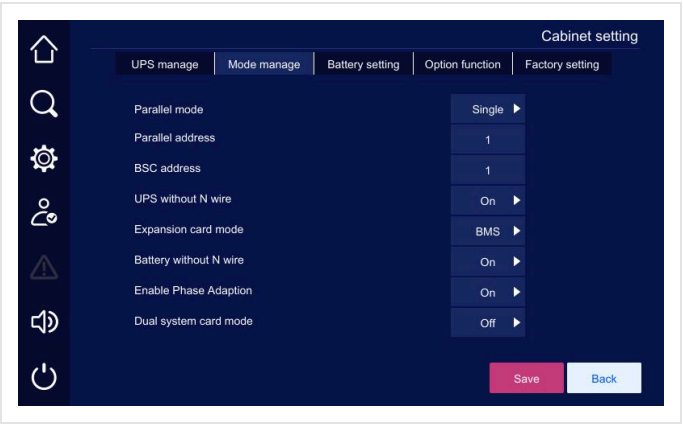

FIGURE 6-32 Mode manage: Expansion card mode = BMS
4. In **Cabinet setting › Mode manage**, set **Expansion card mode** to BMS and save (Figure 6-32).